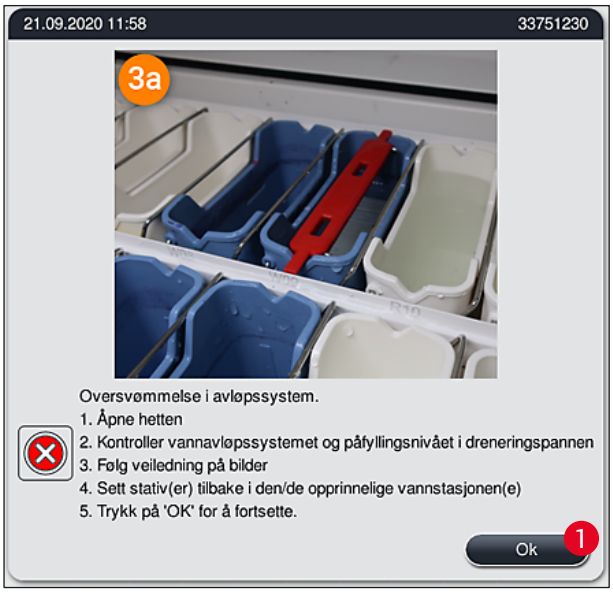
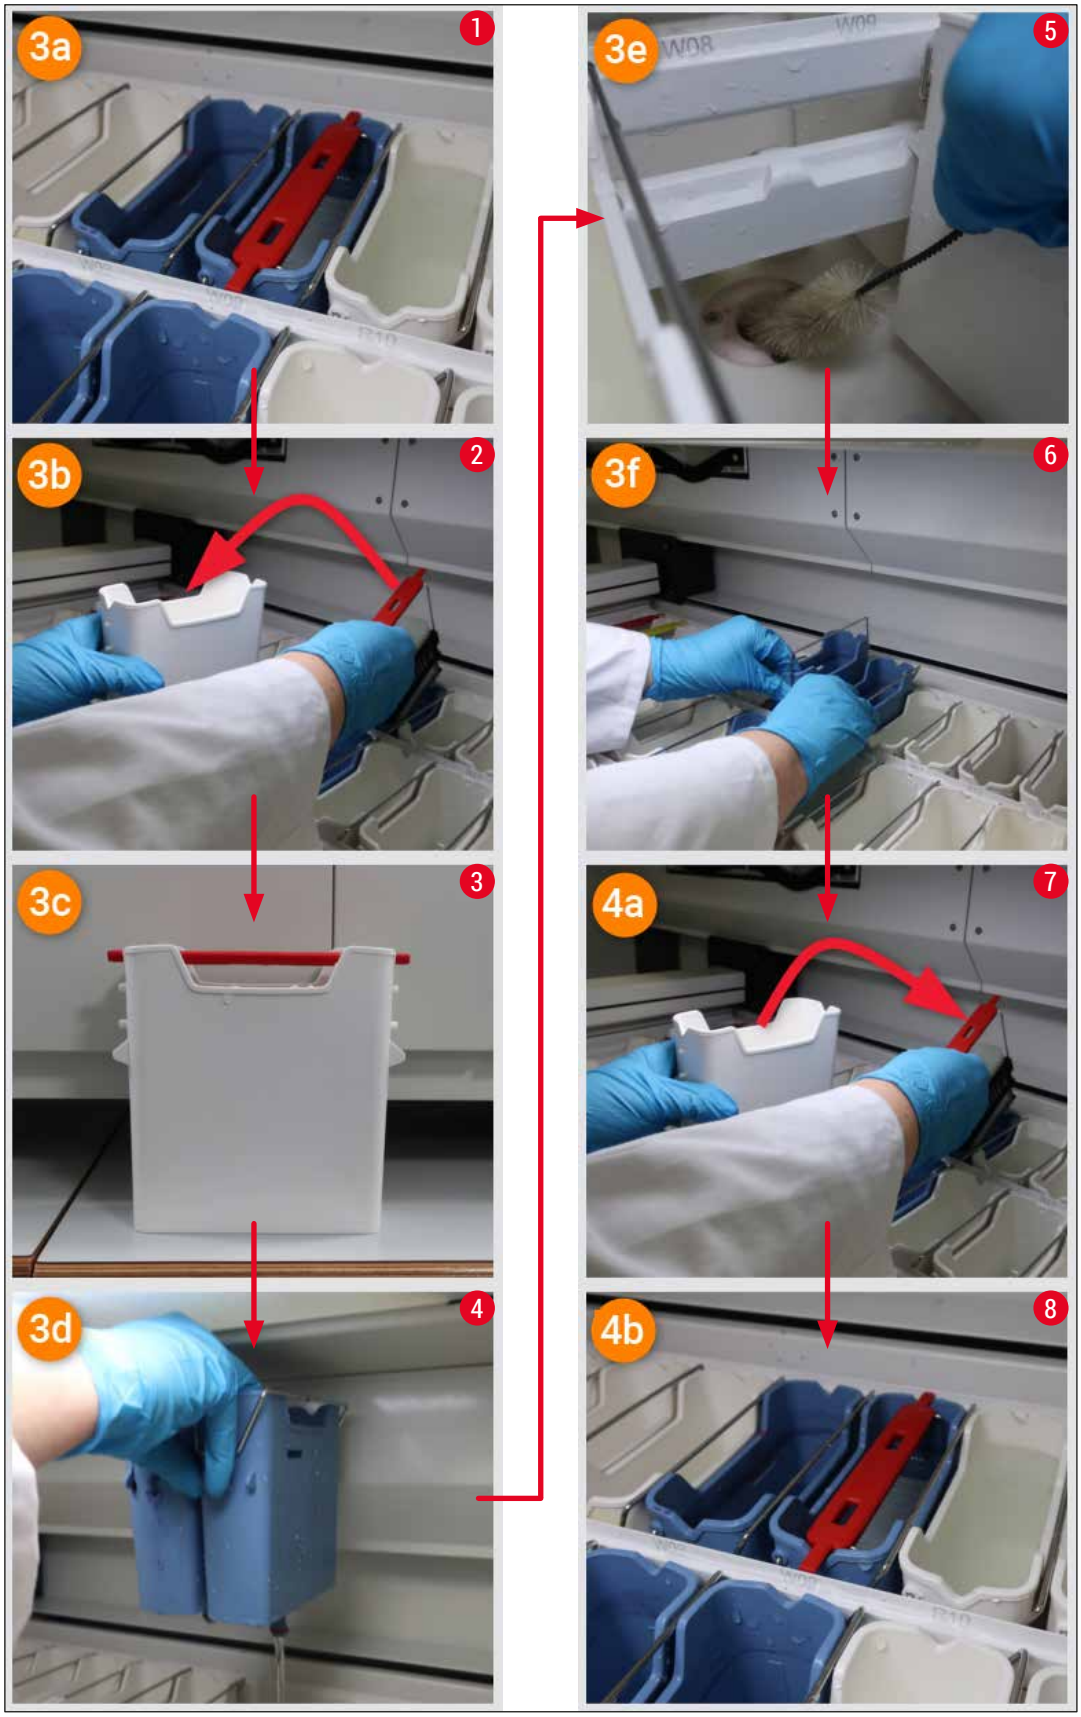

Fig. 121
Fig. 123
Avløpssystemet kan blokkeres dersom avløpsfilteret (→ "Fig. 99-1") eller vannavløpslangen (→ "Fig. 7-1") er tett. En slik blokkering kan føre til at vannivået i dreneringspannen stiger. Dette kan føre til at vannivået i instrumentet blir kritisk. Brukeren mottar en feilmelding på skjermen (→ "Fig. 121") og hører en alarm. Feilmeldingen viser brukeren hvordan blokkeringen skal fjernes gjennom en serie gjentakende bilder (→ "Fig. 123").
- Hvis vannivået i dreneringspannen synker under det kritiske nivået under problemløsningsprosessen, forsvinner meldingen (→ "Fig. 121") og en annen melding på skjermen informerer brukeren om at fargeprosessen kan fortsette.